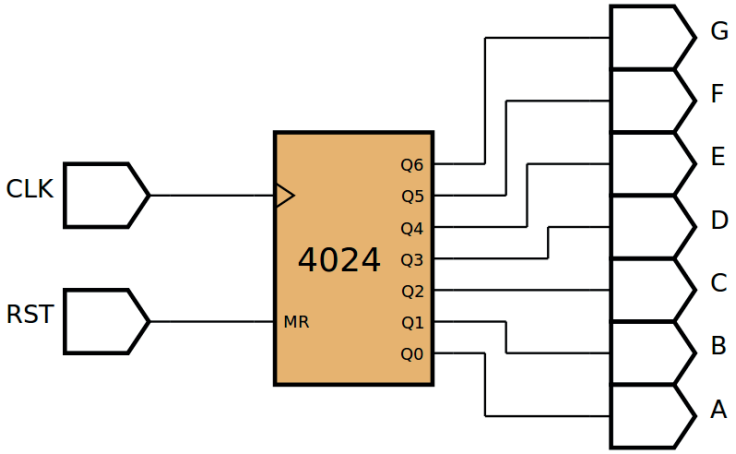

Figura 10.25 – Diagrama esquemático.
4. Utilize um programa de simulação em computador (SmartSim, Atanua, Qucs) faça a simulação do circuito da figura 10.25. Compare os resultados com a tabela 10.6.